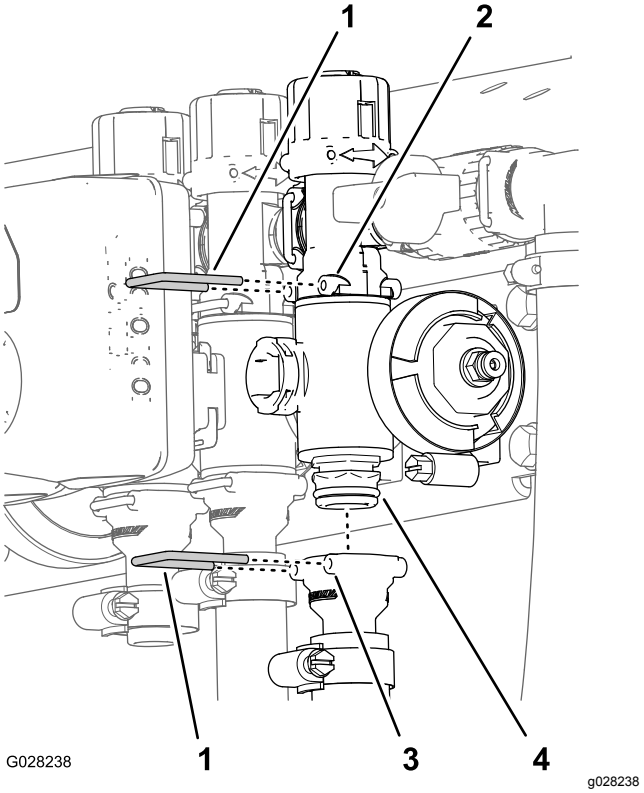

Rysunek 69
2. Zdejmij elementy ustalające mocujące złącze wylotu do rozgałęźnika zaworu sekcji i rozgałęźnik zaworu do złącza obejścia (Rysunek 69).